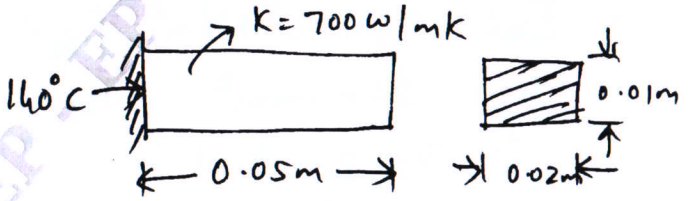

Fig. Q7 (b)
b. Determine the temperature distribution is the rectangular fin as shown in Fig. Q7 (b). Assume steady state and only conduction process. Take heat generated inside the fin as 400 W/m^3 **(10 Marks)**